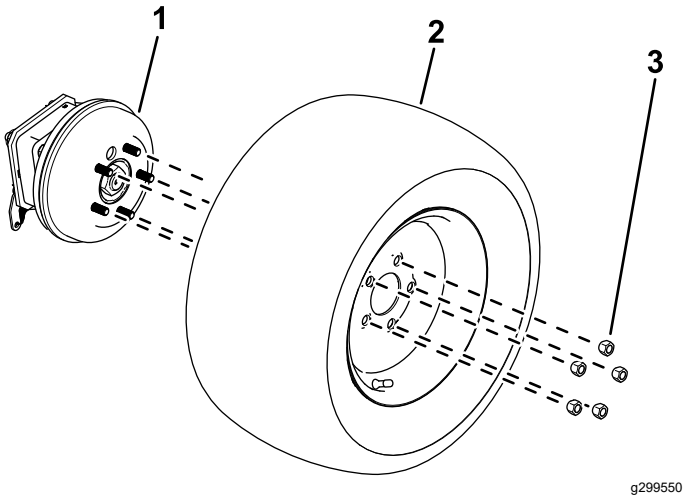

Рисунок 11
2. Ослабьте и отверните зажимные гайки колес (Рисунок 11).
3. Снимите колеса со ступиц колес (Рисунок 11).
1. Прикрепите колеса к ступицам с помощью ранее снятых зажимных гаек (Рисунок 11).